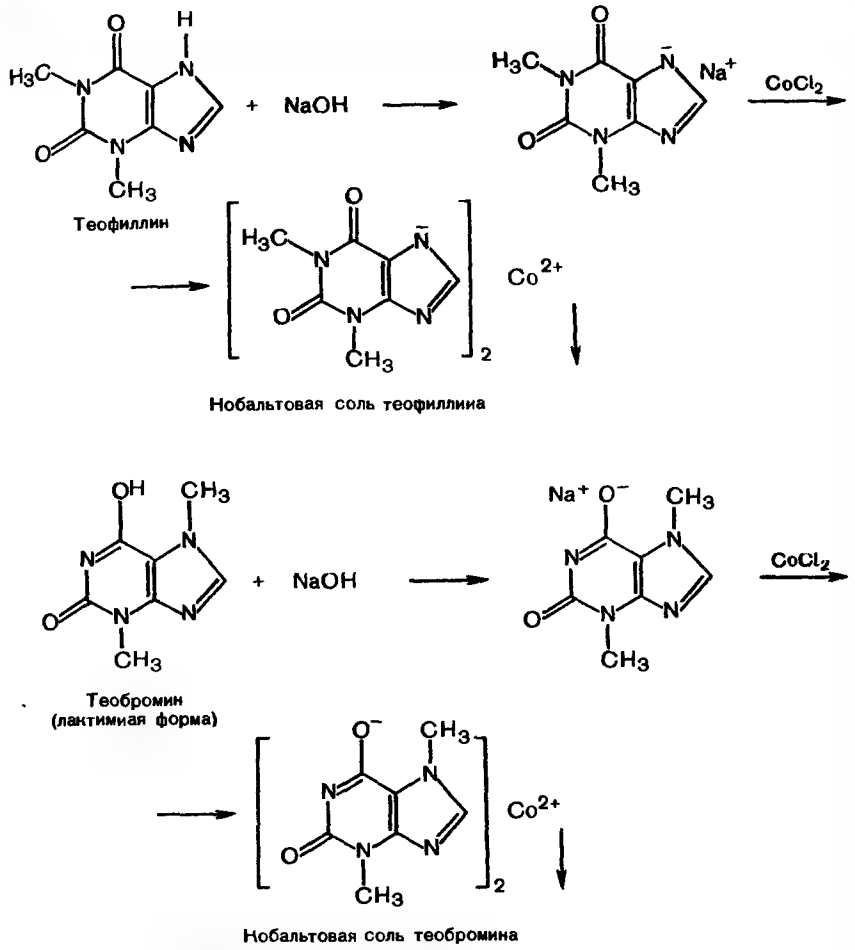

Рис. 14.2. Образование солей теофиллина и теобромина.
Теофиллин и теобромин — амфотерные соединения. Их центры кислотности представлены NH-фрагментами, причем в теобромине это может быть и гидроксигруппа лактимной формы (рис. 14.2). Центром основности является пиридиновый атом азота N-9. В молекуле кофеина отсутствуют центры кислотности, а атом N-9 обусловливает слабые основные свойства кофеина. Метилированные ксантины плохо растворимы в холодной воде, поэтому часто применяют растворимые соли этих соединений: с кислотами (для всех трех ксантинов) или основаниями (для теофиллина и теобромина).
Качественные реакции пуринов. 1. Реакции солеобразования используются в качественном анализе метилированных ксантинов. Теофиллин и теобромин в щелочной среде образуют с хлоридом кобальта (II) нерастворимые соли соответственно серо-голубого или розоватого цвета (см. рис. 14.2).